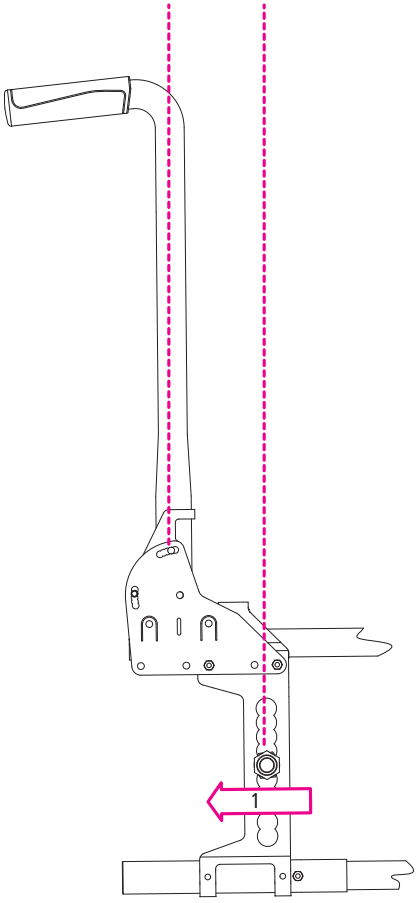

fig. 49
2. Per ottenere posizioni intermedie, le piastre di destra e sinistra vengono scambiate e ruotate di 180° (1, fig. 49).